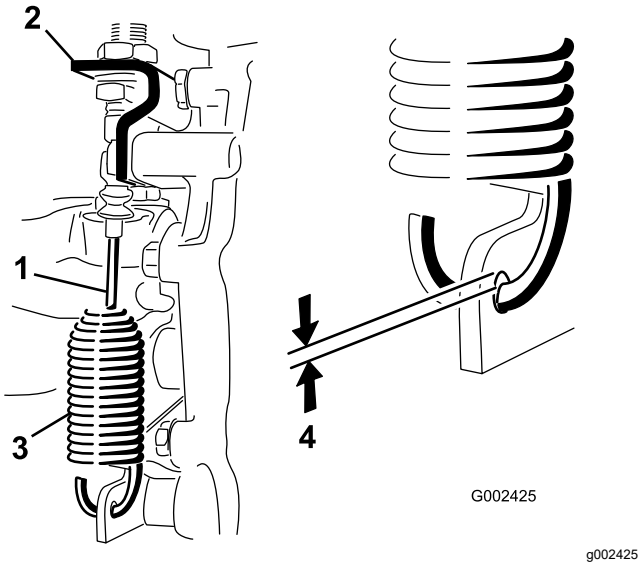

Figur 54
2. Løsn de kontramøtrikker, der fastgør differentialelåsens kabel til beslaget på gearkassen (Figur 54).